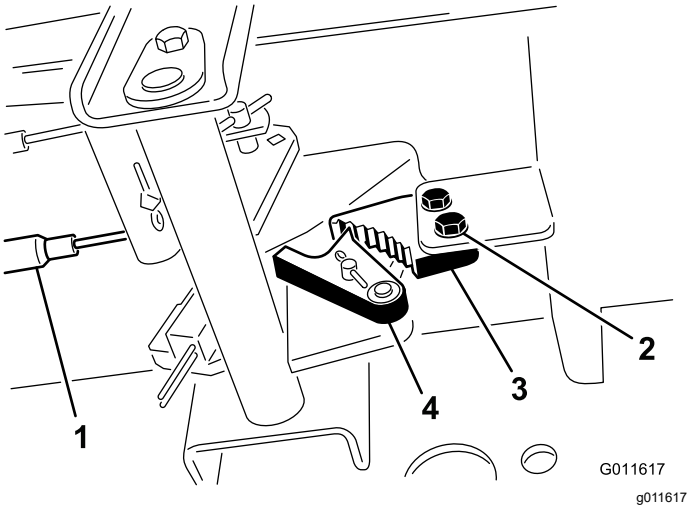

Figuur 115
2. Draai de 2 schroeven los waarmee de pal van de parkeerrem is bevestigd aan het frame (Figuur 115).
3. Trap het pedaal van het parkeerrem naar voren totdat de remvergrendeling de rempal geheel vastgrijpt (Figuur 115).